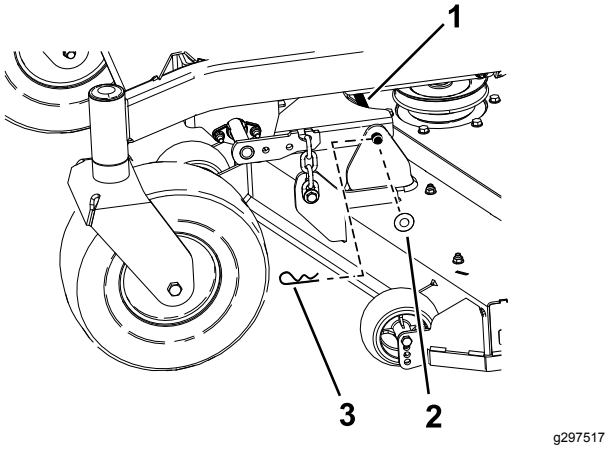

Figure 64
5. Retirez la goupille fendue et la rondelle qui fixent la barre de liaison au cadre et au tablier, et enlevez la barre de liaison (Figure 64).
9. Fixez la barre de liaison avec les goupilles fendues et les rondelles retirées précédemment (Figure 64).